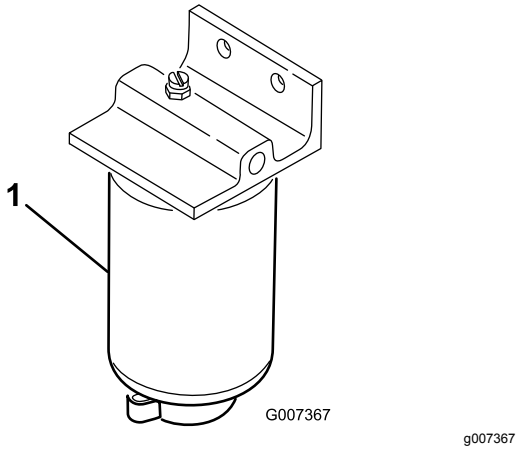

Figur 58
1. Plasser en ren beholder under drivstoffilteret (Figur 58).